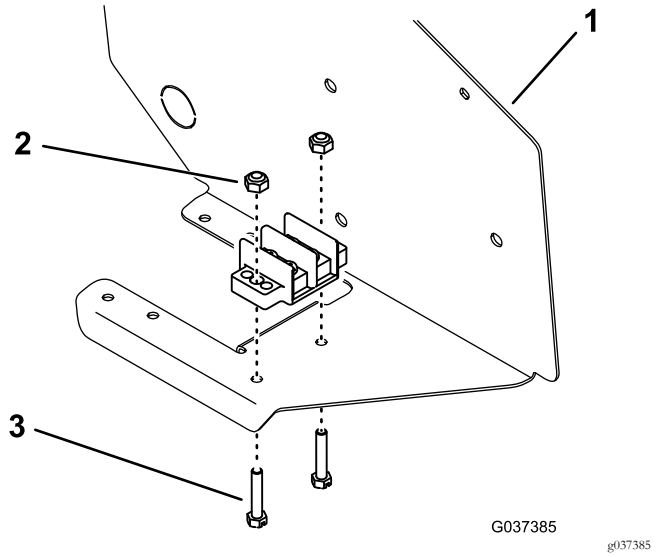

Figura 8
3. Monte el bloque de terminales de tierra en la base del conjunto del panel de control con 2 tornillos y 2 contratuercas (Figura 8).
Nota: Coloque los tornillos desde la parte inferior del panel, según se muestra en Figura 8.